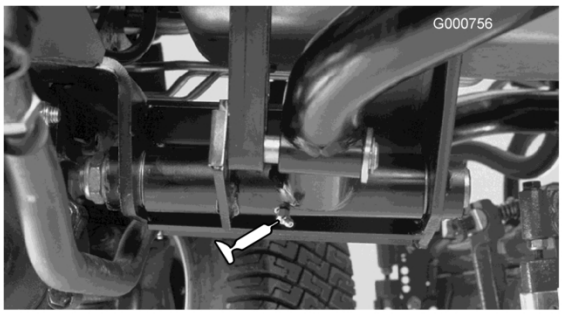

Figura 36
- Perni del braccio di sollevamento posteriore (2) (Figura 36)